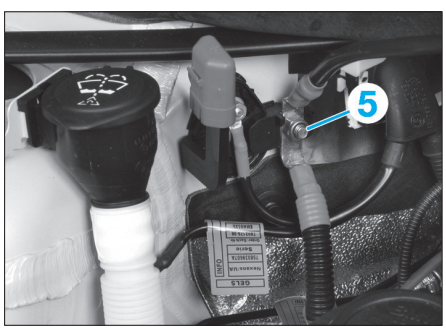

Fig. 87
• Déposer l'écrou de fixation (5) de la borne positive **(Fig.87)**.